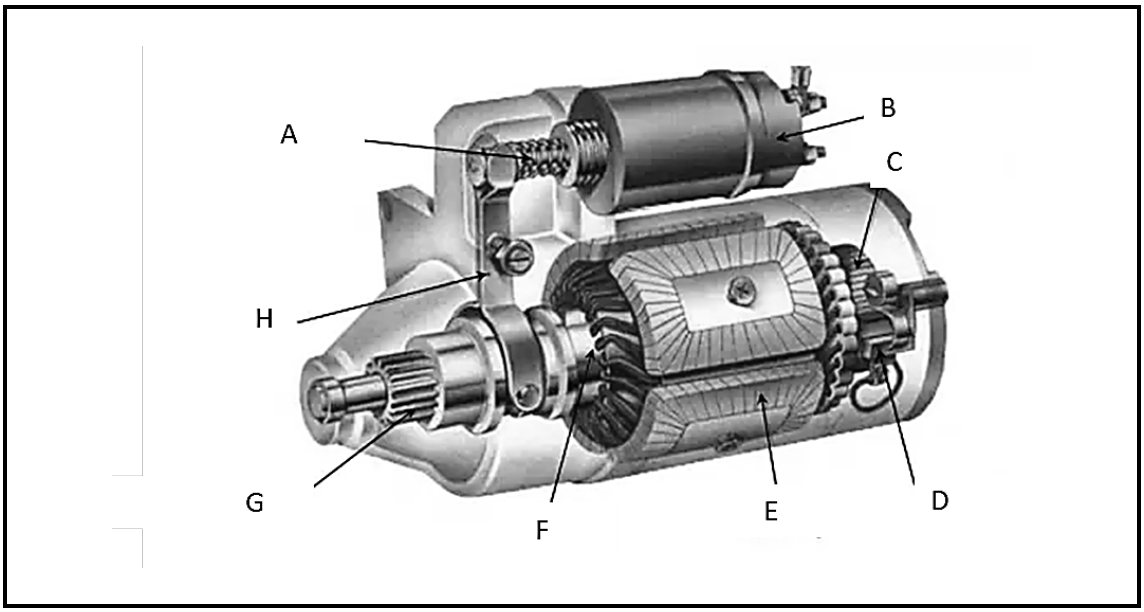

FIGURE 2 (8)
2.3 FIGURE 2 shows a starter motor. Name the components indicated by writing only the answer next to the letter (A–H) in the ANSWER BOOK.